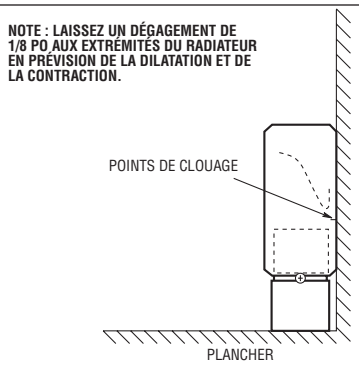

Figure 2. Installation du radiateur
1. Placez le radiateur à l'emplacement choisi au pied du mur (voir la figure 2). Pour un confort optimal, placez le radiateur sous une fenêtre.